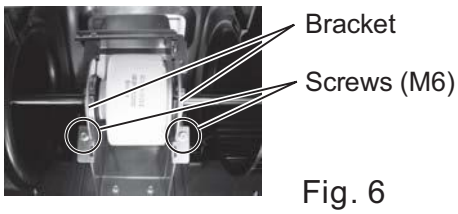
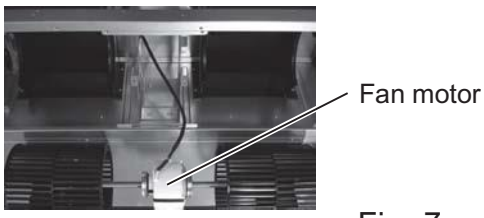

Fig. 6
Fig. 7
6. Remove the screws (M6 x2 locations: Fig. 6) fixing the fan motor.
7. Remove the bracket (Fig. 6) and then remove the fan and fan motor (Fig. 7).